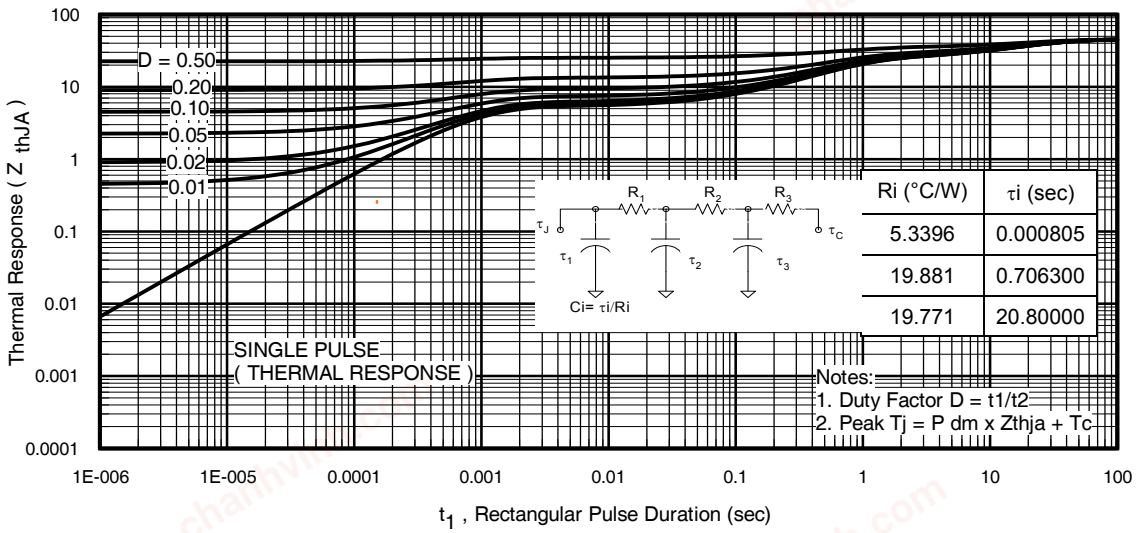
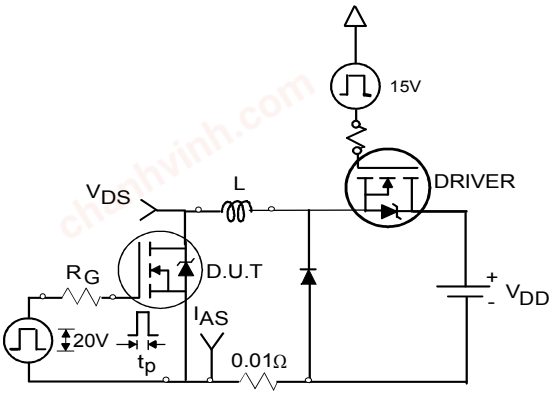

Fig 11. Maximum Effective Transient Thermal Impedance, Junction-to-Ambient
Fig 12a. Unclamped Inductive Test Circuit
① Repetitive rating; pulse width limited by max. junction temperature. (See fig. 11)
② Limited by T_{Jmax}, Starting T_J = 25°C, L = 4.8mH, R_G = 25Ω, I_{AS} = 3.A. V_{GS} = 10V.Part not recommended for use above this value.
③ Pulse width ≤ 1.0ms; duty cycle ≤ 2%.
④ $C_{oss\ eff.}$ is a fixed capacitance that gives the same charging time as C_{oss} while V_{DS} is rising from 0 to 80% V_{DSS}.
⑤ Limited by T_{Jmax} , see Fig.12a, 12b, 15, 16 for typical repetitive avalanche performance.
⑥ This value determined from sample failure population, starting T_J = 25°C, L = 4.8mH, R_G = 25Ω, I_{AS} = 3.0A, V_{GS} =10V.
⑦ When mounted on 1 inch square copper board.
⑧ When mounted on FR-4 board using minimum recommended footprint.
3. Equation below based on circuit and waveforms shown in Figures 12a, 12b.